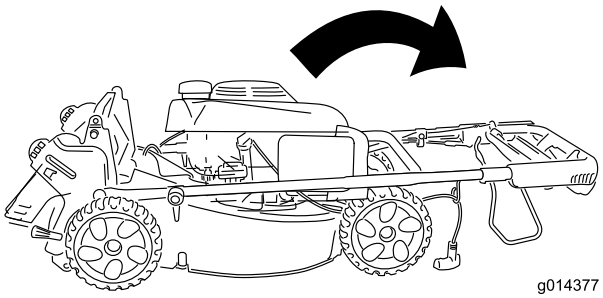

Figuur 28
- Voor de laagste stand draait u de handgreep naar voren tot deze op de voorwielen steunt (Figuur 28).